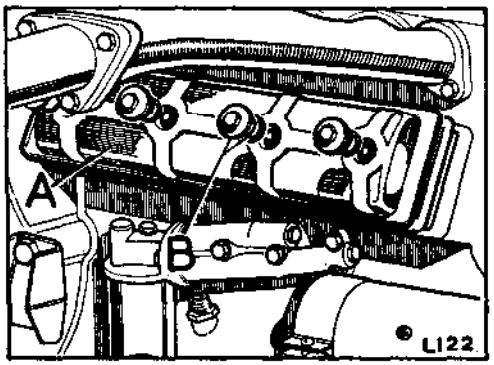

**Fig. A3-91. Engine side rocker cover fixings**
5. Refit the side rocker cover. Fig. A3-91 refers.